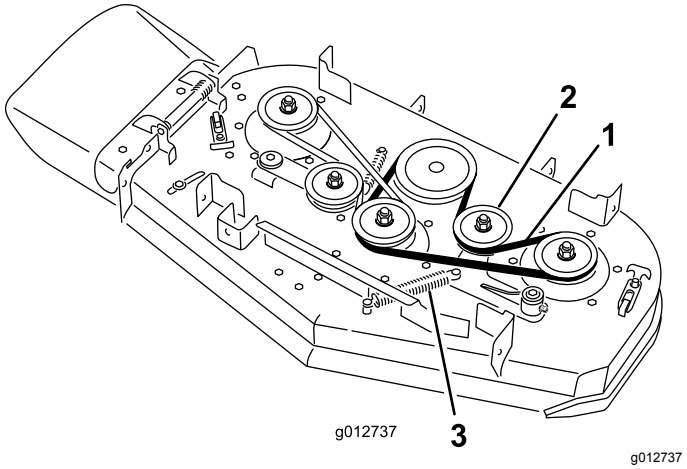

Figur 66
5. Fjern fjæren fra ankeret på lederullarmen (Figur 66).
6. Fjern den slitte klipperremmen (Figur 66).
7. Monter den nye klipperremmen rundt klippeenhetens remskiver, clutchremskiven og lederullen (Figur 66).
8. Monter fjæren på ankeret (Figur 66).